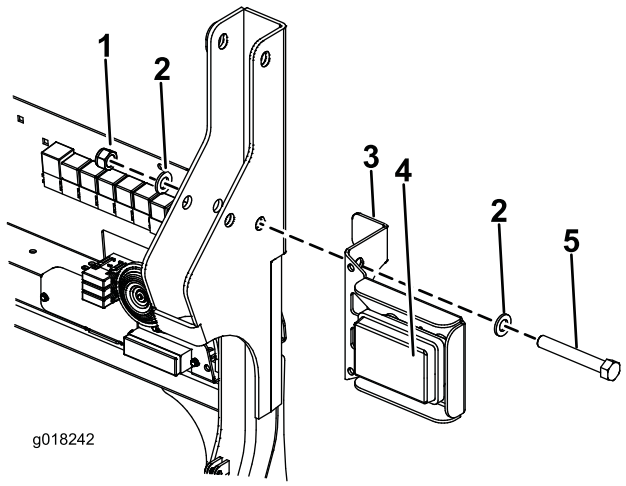

Figure 3
9. Align the upper hole in the R.H. rear light bracket with the hole in the ROPS and insert the new M16 x 110mm bolt (Figure 3). Re-use the existing washers.